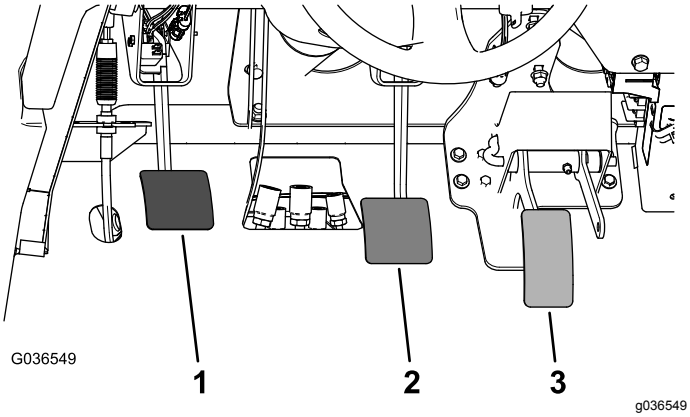

Figur 66
2. Løft op i bremsepedalen (Figur 66), indtil den berører stellet.
3. Løsn kontramøtrikkerne, der fastgør gaflen til hovedcylinderakslen (Figur 66).